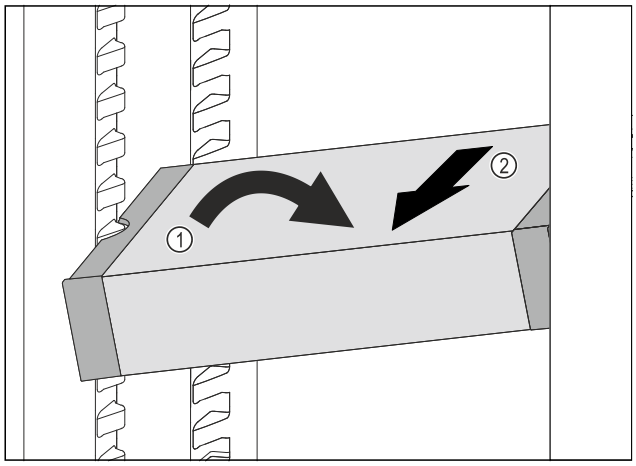

Fig. 177
▶ Incliner le VarioSafe dans la partie réfrigérateur. *Fig. 177 (1)*
▶ Sortir le tiroir VarioSafe par l'avant. *Fig. 177 (2)*